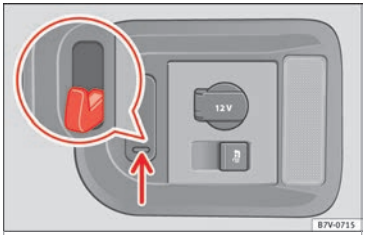

Fig. 172 In the luggage compartment: retaining hooks
On the right-hand side of the luggage compartment, there are folding retaining hooks ››› Fig. 172 that can be used to secure light shopping bags.
- Press the retaining hooks down ››› Fig. 172 (arrow) and fold them.